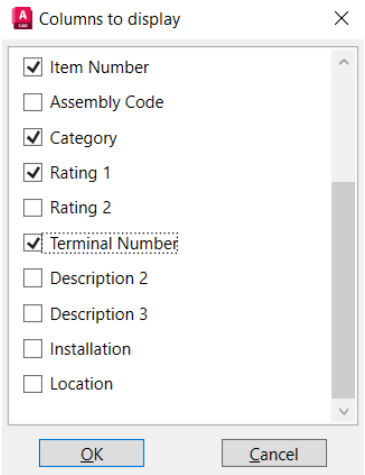

Figure 2-79 *The* ***Columns to display*** *dialog box*
2. Scroll down in the **Columns to display** dialog box and select the **Category**, **Rating1**, **Location** and **Terminal Number** check boxes, as shown in Figure 2-79. Next, choose **OK**; the **Category**, **Rating1**, **Location** and **Terminal Number** columns are added to the grid in the **Details** tab.